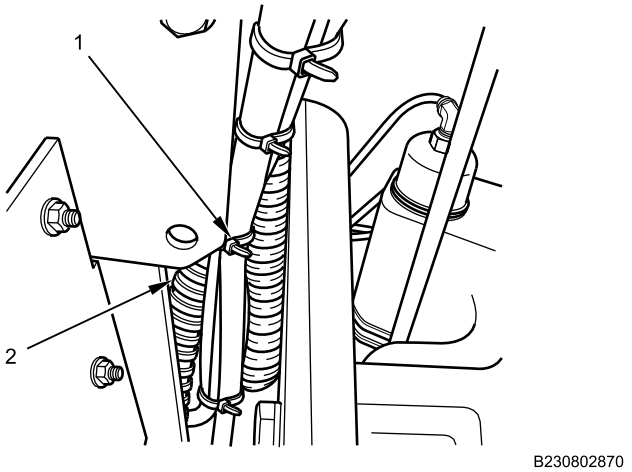

Figure 4. Transfer Case Oil Cooler Return Hose Routing.
7. Remove cable lock strap (Figure 4, Item 1) from bundle that includes transfer case oil cooler return hose (Figure 4, Item 2) on left frame rail behind transfer case mounting bracket. Discard cable lock strap (Figure 4, Item 1).